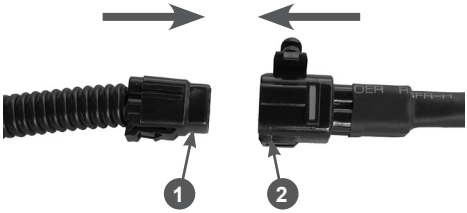

Рис. 22 Подключение электрооборудования панели
14. Соедините разъёмы цепи питания фары и обогрева рукояток (Рис. 22).